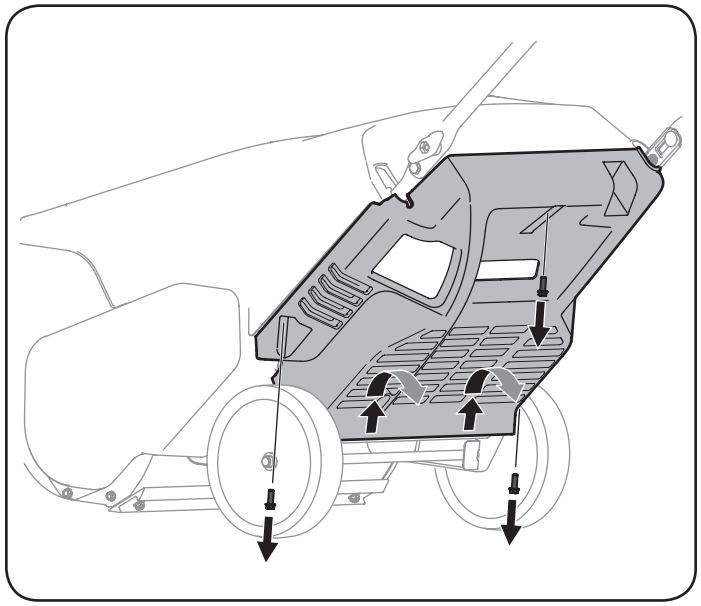

Figura 13
2. Retire los tres tornillos que sujetan el panel inferior. Quite el panel inferior levantando en el panel para liberar las pestañas en la parte inferior del panel de las ranuras de la ficha y luego retirarse. Vea la Figura 13.
1. Quite el panel inferior como se indica en la sección de Cambio de aceite del motor. Consulte la Figura 13.